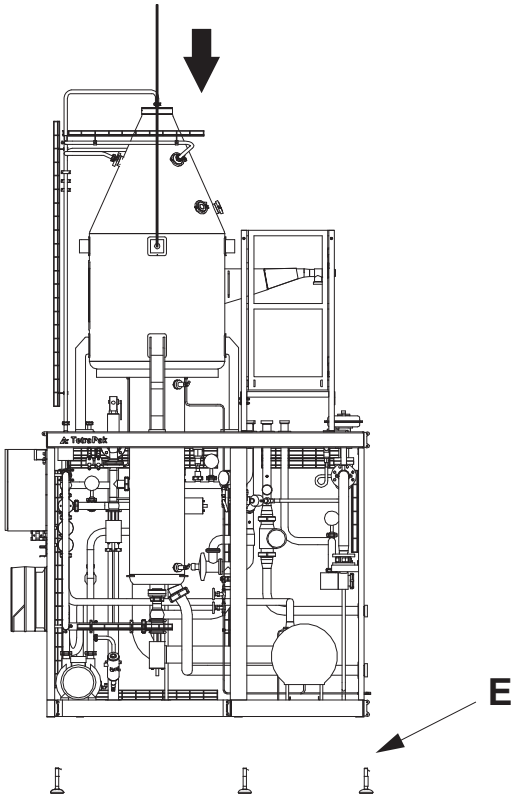

Figure 4.
7) Assemble the machine feets (E) to the frame (figure 4).